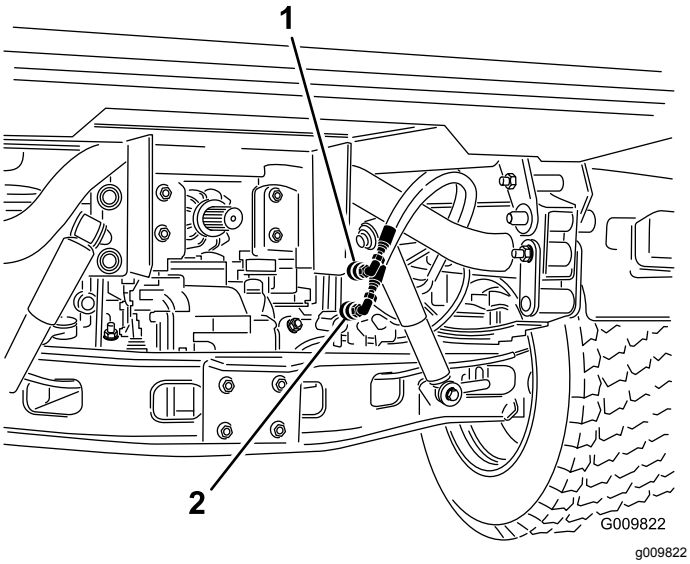

Figur 83
2. På begge maskiner: Kobl de to lynkoblingsslanger fra slangerne, der er fastgjort på koblingsholderen (Figur 83).